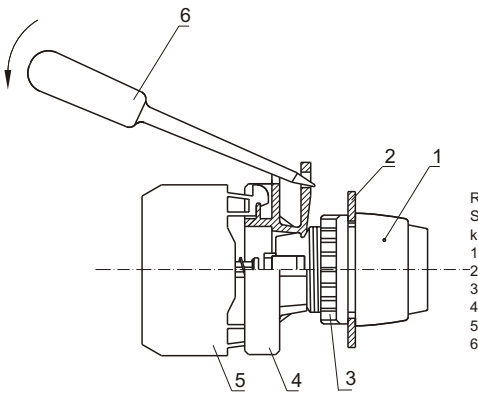

Rys.5.
1. Wkrętak płaski (6) umieścić w otworze znajdującym sie w uchu korpusu pośredniego (4), lekko podważyć i zdjąć przez odciągnięcie korpusu pośredniego z napędu (1) rys.5.